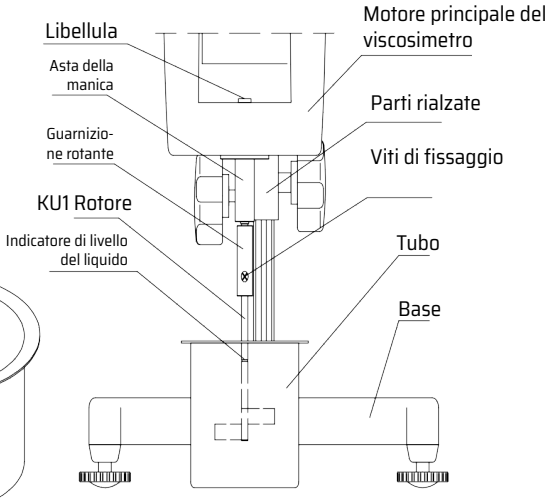

Fig. 2
(2) Ruotare la manopola per abbassare lentamente lo strumento, immergere l'asta nel campione e allineare l'indicatore del livello del liquido (la linea concava o convessa sull'asta) al livello del liquido analizzato. Per i dettagli, vedere la fig. 2.
(3) Verificare che l'indicatore di livello anteriore dello strumento si trovi nella posizione di riempimento.
(4) Assicurarsi che tutto sia corretto, quindi premere "Run" per analizzare il campione direttamente con il viscosimetro.